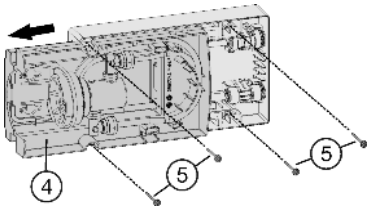

*Fig. 56*
- ▶ Pull the tray *Fig. 56 (4)* out until it catches.
- ▶ Secure the module with 4 screws *Fig. 56 (5)* through the recesses in the front and directly through the module in the back.